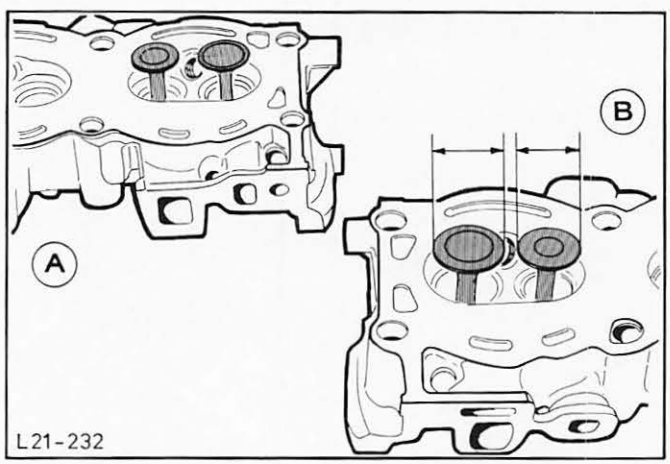

Abb.4 Ventile
- Die Ventilteller-Durchmesser der Ein- und Auslaßventile wurden vergrößert (siehe Technische Daten), Abb.4.